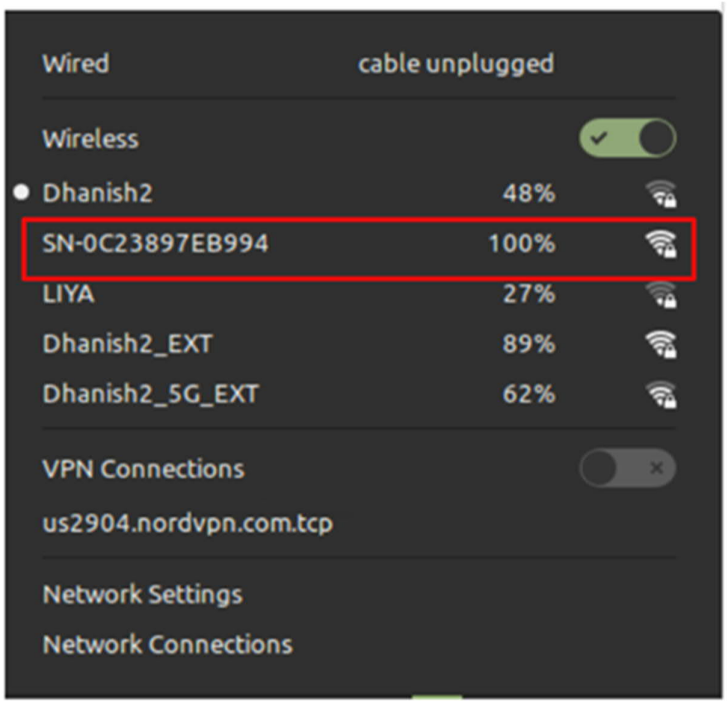

Figure 4.11
4.7.9.1. ***Step 3***: Open a computer or iPad with Wi-Fi, check for the available Wi-Fi networks. Select the sensor as the Access Point, this can be identified with a name starting with SN and has the format SN-XXXXXXXXXXXX. See Figure 4.11.